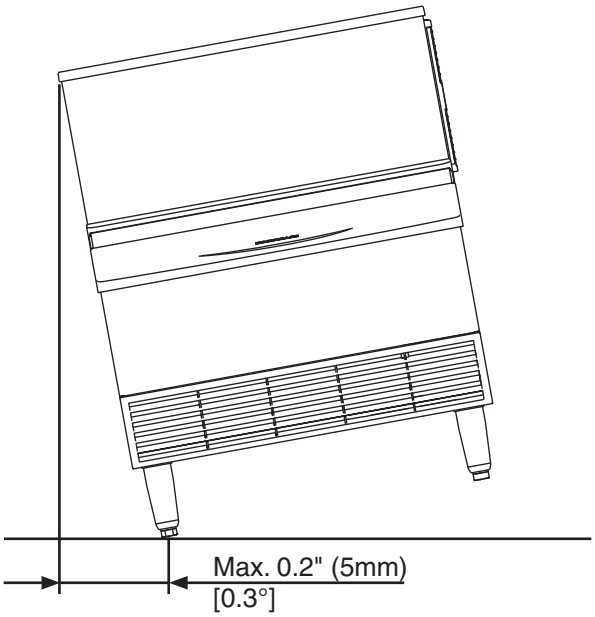

Fig. 2
3) Level the appliance in both the left-to-right and the front-to-rear directions (when installed with or without legs). See Fig. 2.